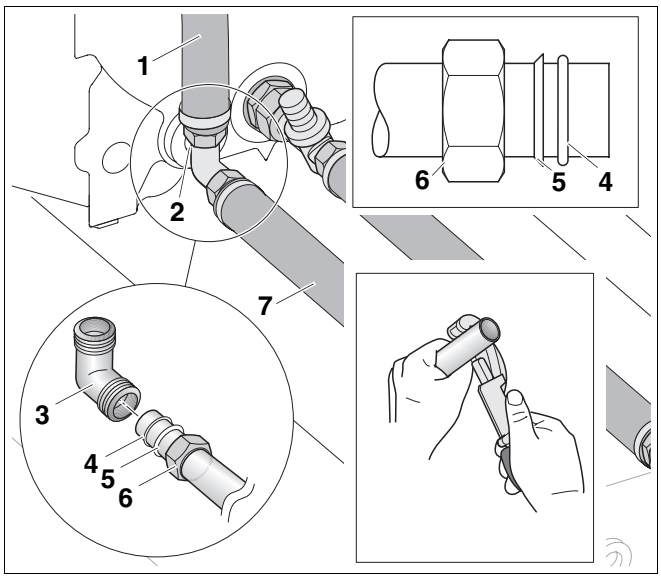
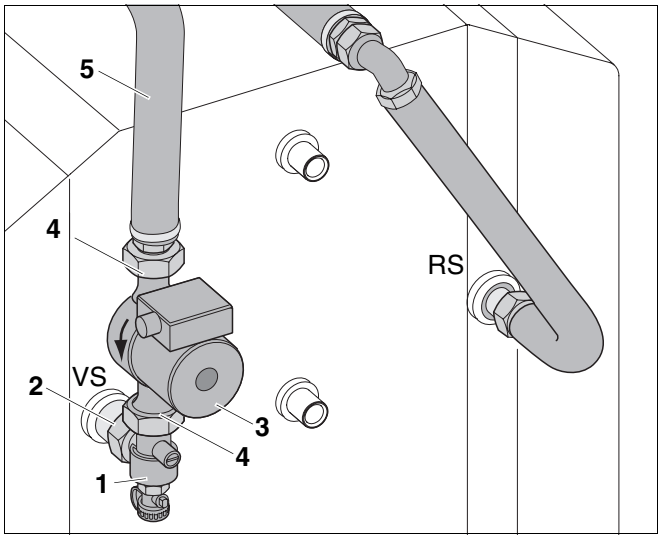

Rys. 12 Montaż złącza rurowego do kotła grzewczego
Rys. 13 Montaż złącza rurowego na zasobnikowym podgrzewaczu c.w.u.
- W razie potrzeby skrócić poziomą rurę przyłączeniową zasilania zasobnika (VS) (rys. 12, **poz. 7**) o wymiar podany w tab. 5 lub tab. 6, str. 8.
- Wsunąć nakrętkę złączkową (rys. 12, **poz. 6**), pierścień zaciskowy (rys. 12, **poz. 5**) i pierścień samouszczelniający Ø 26 x 3 (rys. 12, **poz. 4**) na (przyciętą) poziomą rurę przyłączeniową zasilania (VS) (rys. 12, **poz. 7**).
- Nasunąć złączkę kątową z pierścieniem zaciskowym (rys. 12, **poz. 3**) na rurę przyłączeniową zasilania (VS) i przykręcić nakrętką złączkową (rys. 12, **poz. 6**).
- Włożyć uszczelkę (rys. 12, **poz. 2**) do nakrętki złączkowej na dłuższym ramieniu rury przyłączeniowej zasilania (VS) (rys. 12, **poz. 1**) i przykręcić złączkę kątową z pierścieniem zaciskowym (rys. 12, **poz. 3**) do rury zasilania (VS) (rys. 12, **poz. 7**).
- Skierować rurę przyłączeniową zasilania (VS) (rys. 12, **poz. 7**) do tyłu równolegle do osi podgrzewacza zasobnikowego, a krótsze ramię rury przyłączeniowej zasilania (VS) (rys. 13, **poz. 5**) skierować do dołu.
- Dobrze dociągnąć złączkę kątową z pierścieniem zaciskowym (rys. 12, **poz. 3**) (dokręcając nakrętkę złączkową, przytrzymać złączkę kątową).
- Włożyć uszczelkę (rys. 13, **poz. 2**) w nakrętkę złączkową zaworu zwrotnego kątowego (rys. 13, **poz. 1**) i przykręcić zawór zwrotny kątowy do zasilania podgrzewacza zasobnikowego.
- Włożyć uszczelkę pompy Ø 28 x 44 x 2 (rys. 13, **poz. 4**) do górnej nakrętki złączkowej zaworu zwrotnego kątowego (rys. 13, **poz. 1**) i pompę (rys. 13, **poz. 3**) dobrze przykręcić w kierunku podnoszenia do dołu do zaworu zwrotnego kątowego.
- Włożyć drugą uszczelkę pompy Ø 28 x 44 x 2 (rys. 13, **poz. 4**) do nakrętki złączkowej na krótszym ramieniu poziomej rury przyłączeniowej (VS) (rys. 13, **poz. 5**) i skręcić rurę przyłączeniową (VS) z pompą (rys. 13, **poz. 3**).